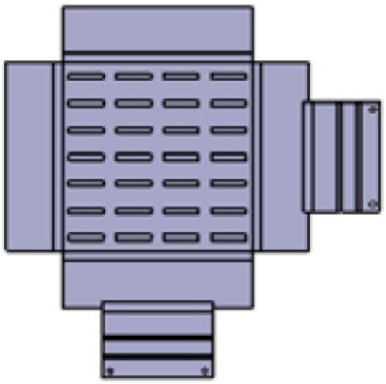

Figure 15-170 *Flat pattern of the component*
g. Create the flat pattern, refer to Figure 15-170, and then save the model.
1. Choose the **Fold/Unfold** button from **Views > Fold/Unfold** sub-toolbar; the Sheet metal component is unfolded, as shown in Figure 15-170. To fold it